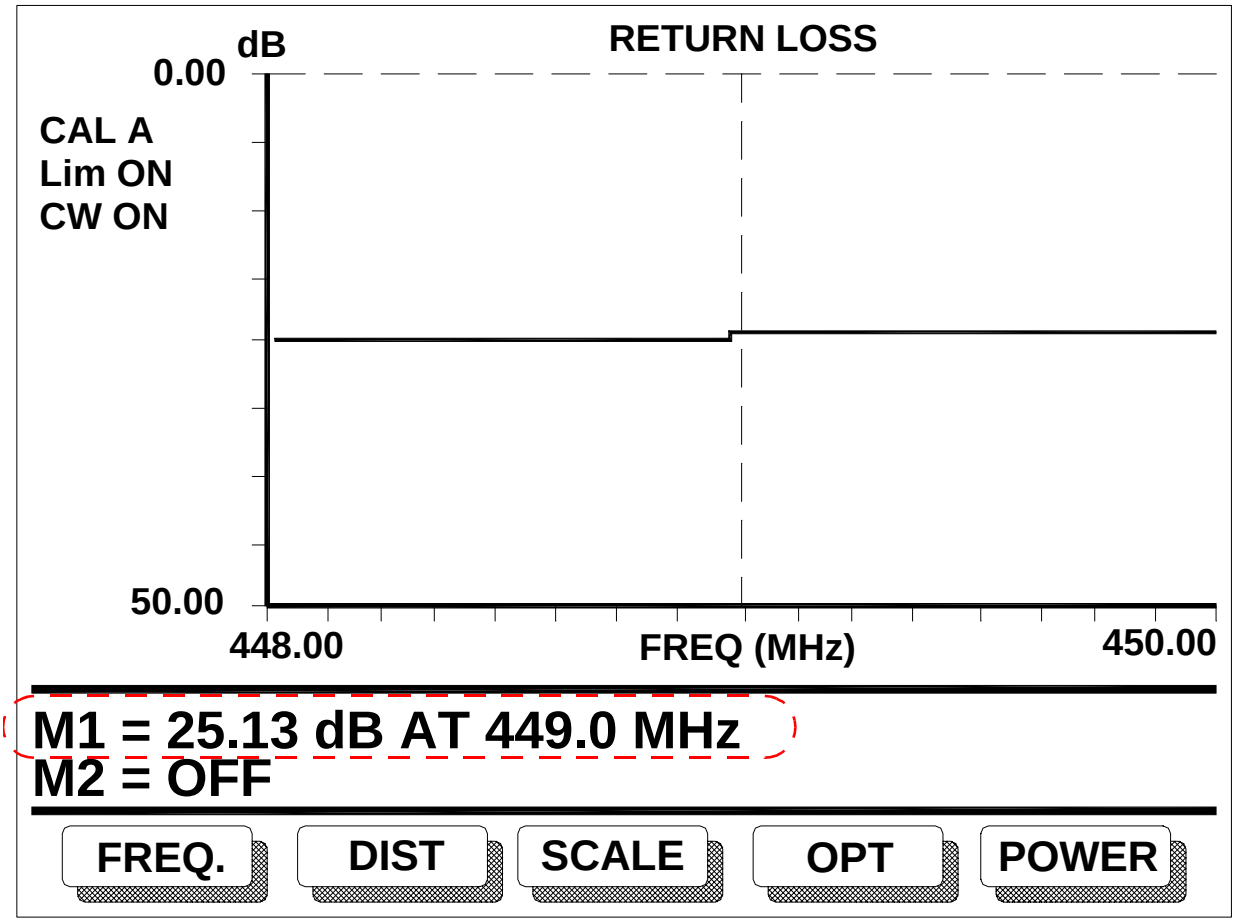

Figure 5-28 Anritsu Site Master Return Loss Display
10. Connect the coaxial cable to the RF port of the switch being tested as shown in Figure 5-27. Wait for the sweep on the Anritsu display to cycle. Marker 1 (M1) displays the return loss reading (see Figure 5-28). The reading is an implied negative value, although it is displayed as a positive value.